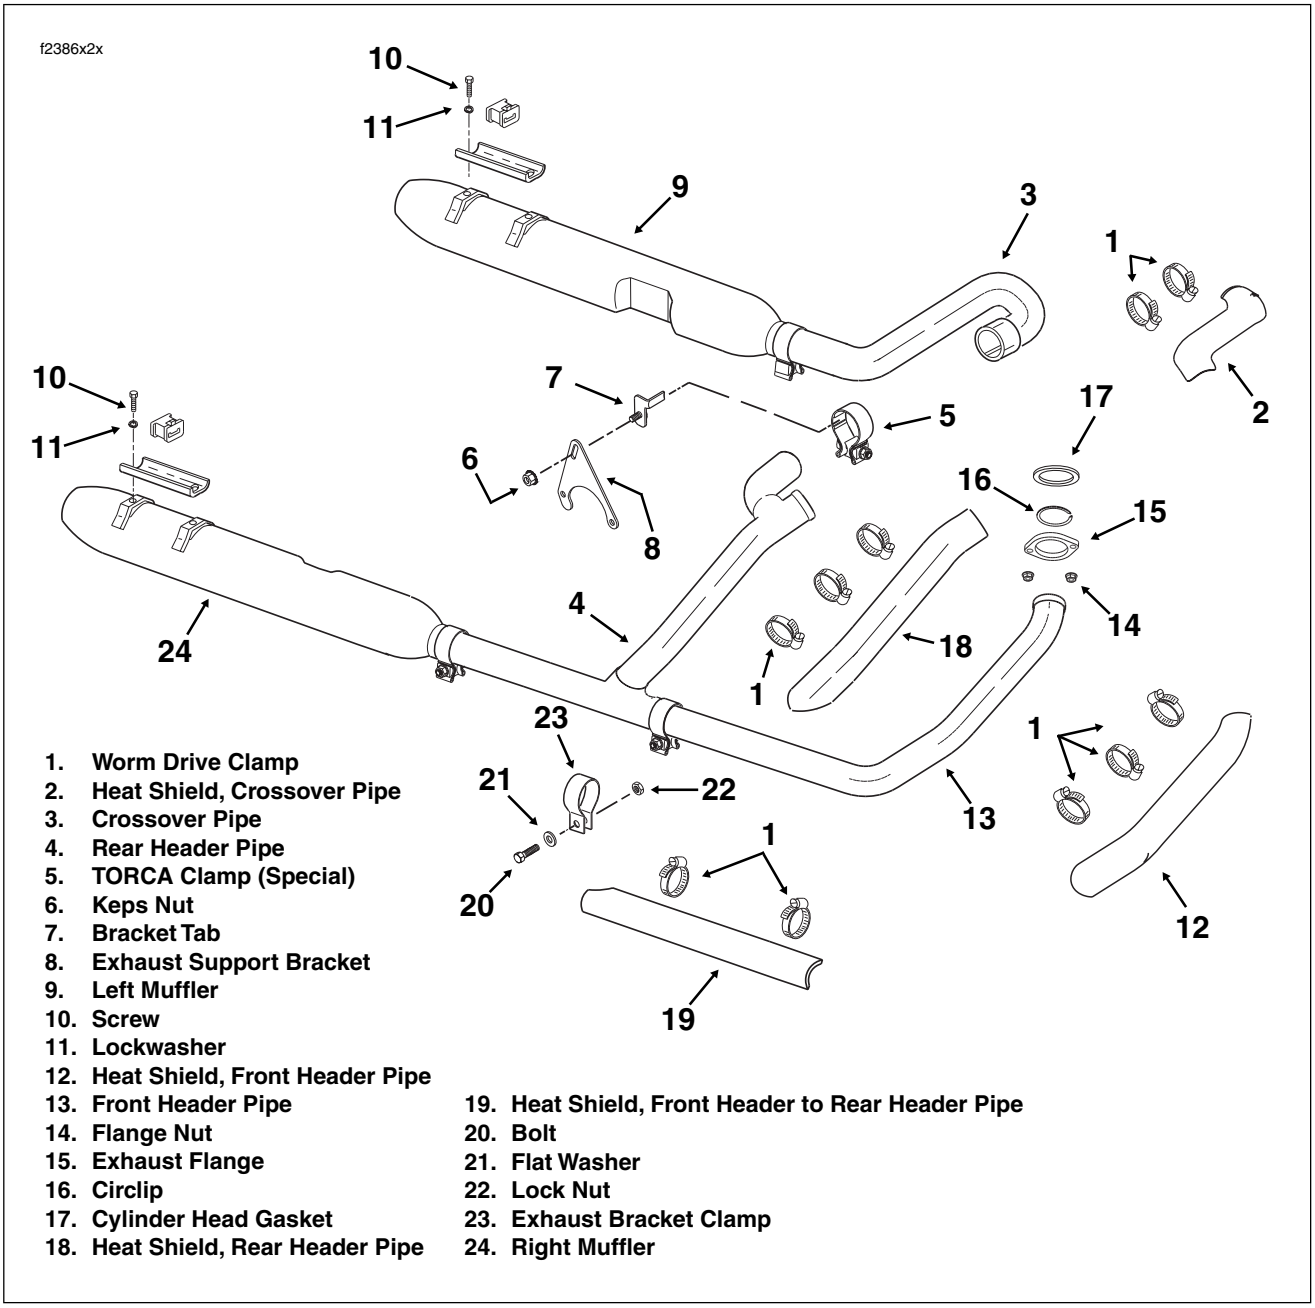

Figure 2-206. Remove/Install Exhaust System
a. Open worm drive clamps to release heat shield over rear header pipe to crossover pipe connection (above starter). See Figure 2-206.
1. See Figure 2-206. Install exhaust system as follows: